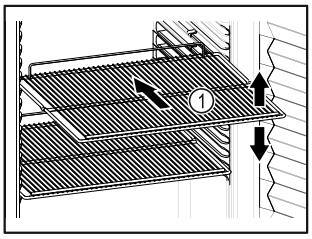

Fig. 56
- ❑ Si los estantes de rejilla *Fig. 56 (1)* se pueden colocar en distintas posiciones, ajustarlos en altura.